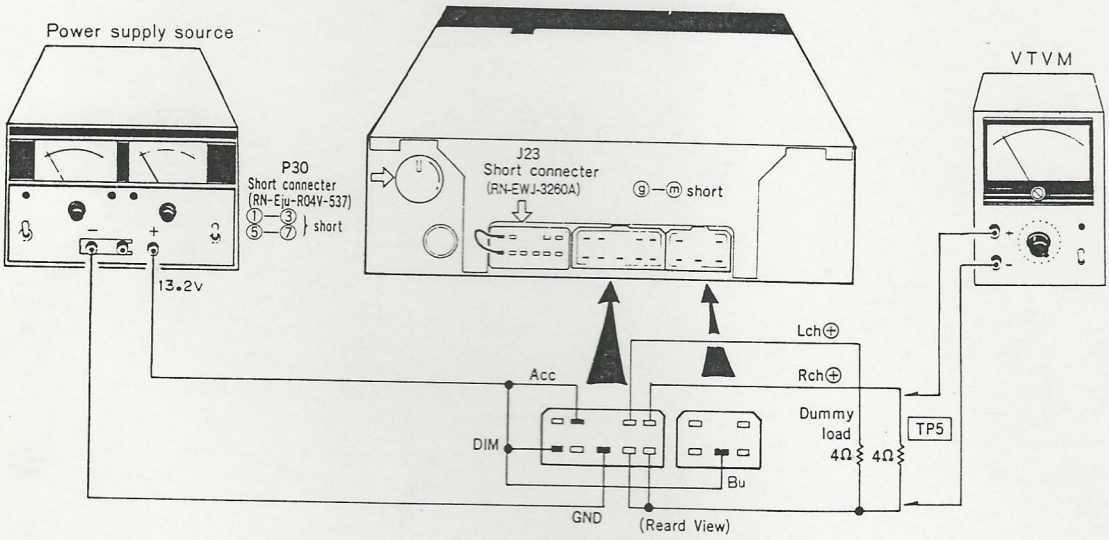

Fig. 13 (C33023040)
(2) Alignment (Refer to Fig. 13, 21)